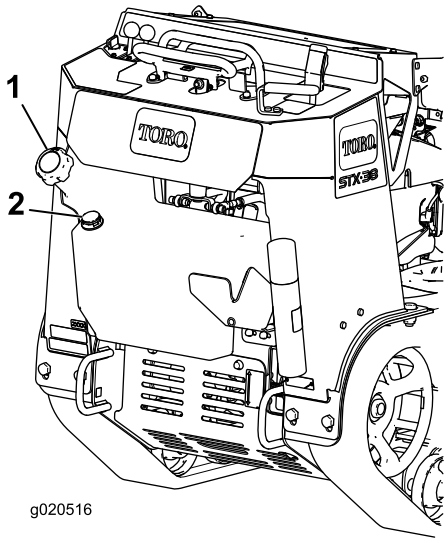

Figur 18
3. Gör rent runt tanklocket och ta bort det (Figur 18).